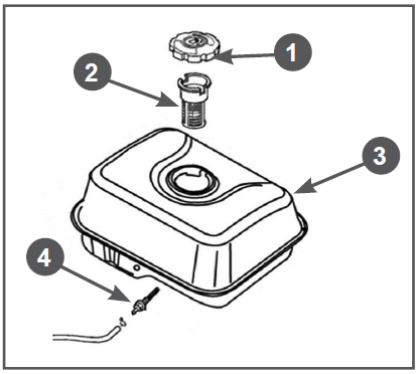

Рис. 20 Топливные фильтры
В топливном баке установлены два сетчатых топливных фильтра. Один фильтр устанавливается в заливной горловине топливного бака. Второй фильтр конструктивно объединен со штуцером топливного бака и установлен внутри бака (Рис. 20).
менно с очисткой топливного бака необходимо проверять и очищать фильтр 4, установленный внутри бака (Рис. 20). Поврежденный или сильно загрязненный фильтр необходимо заменить.
3. Выкрутите из топливного бака выходной штуцер 4 и произведите его очистку (Рис. 20). Внимательно осмотрите сетчатый фильтр. При обнаружении механических повреждений замените штуцер топливного бака.